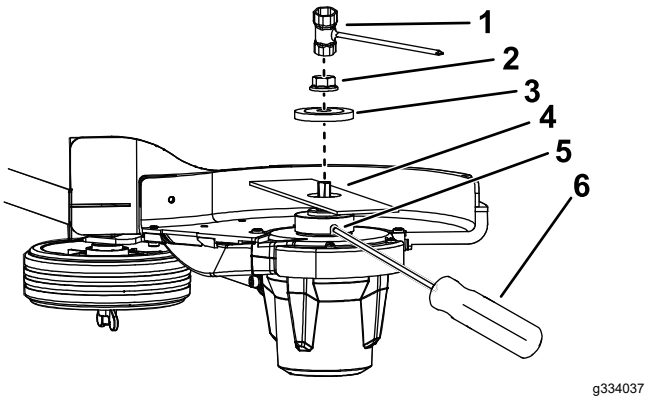

Figura 14
2. Sujete la cuchilla para que no pueda girar insertando un destornillador (no incluido) en la ranura del cabezal del cortabordes, como se muestra en la Figura 14.
4. Retire la arandela de la cuchilla y la cuchilla usada (Figura 14).